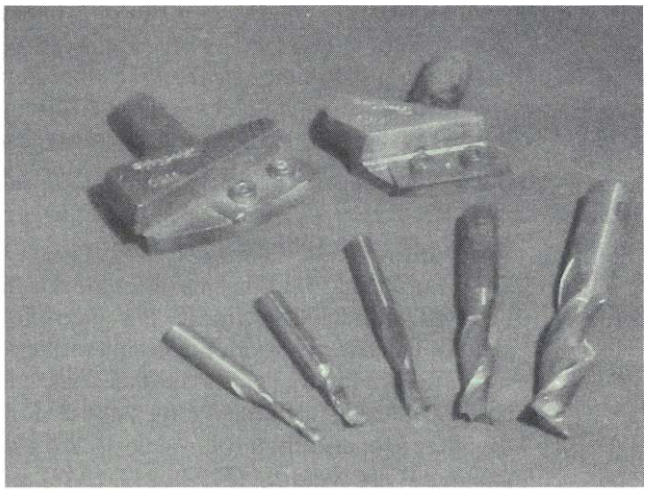

FIGURE 1-11
- *End mill.* You could consider the end mill (Fig. 1-11) as the workhorse bit most widely used in CNC milling operations. There are types that